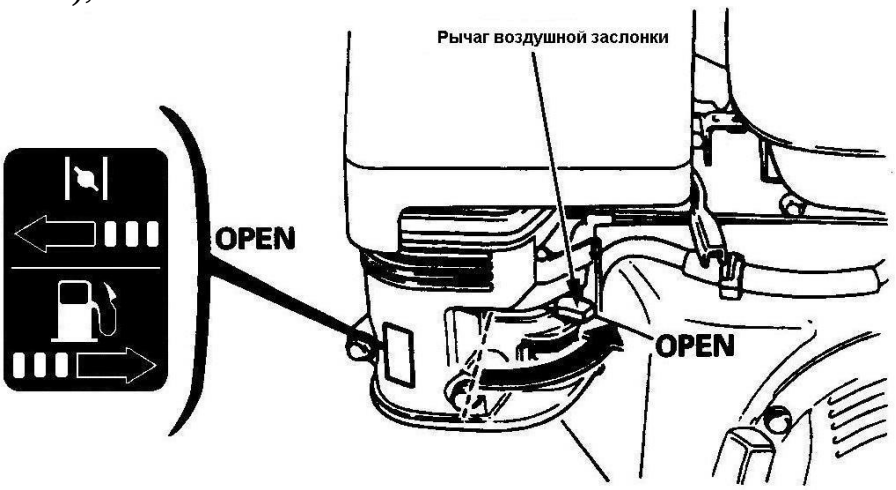

Рисунок 9 – Перемещение рычага воздушной заслонки
- по мере прогрева двигателя постепенно открывайте воздушную заслонку (рисунок 9);